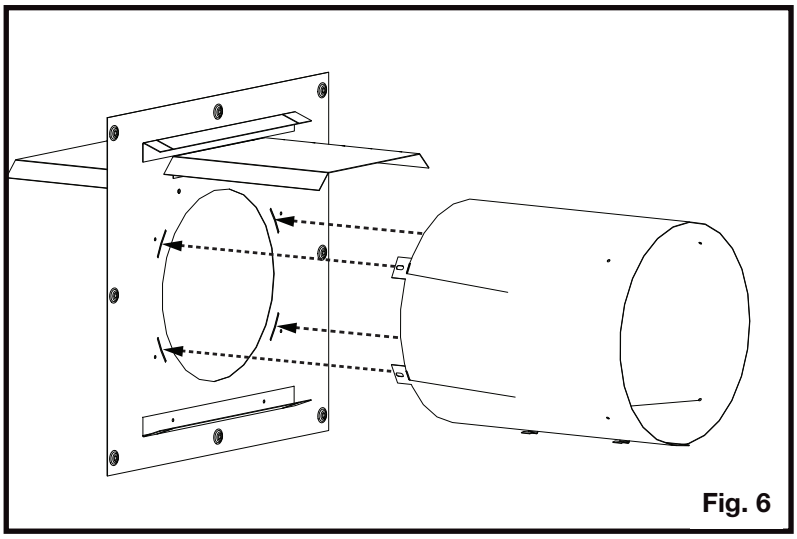

Fig. 6
6. Insert the vent sleeve tabs into the firestop spacer slots then bend the tabs over to secure to the firestop spacer along with 4 supplied fasteners **(Fig. 6)**.